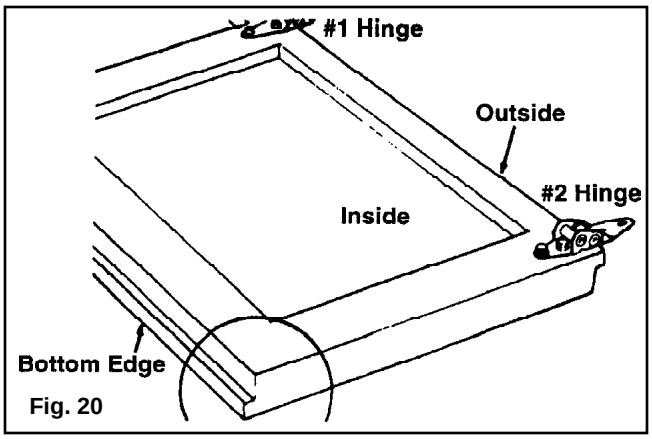

Fig. 20
**Step 8:** Place the next section face down on the saw horses. If your door is to have a lock it will be one with holes in the center of the panel face. Identify the bottom edge as shown in the illustration. As in Step 5 attach a number 2 hinge to each at the top edge. Remember that the number is stamped on the side of the hinge that is to be attached at the section. Attach a number 1 hinge to all pre-drilled members along the top edge of the section. (FIG. 20)